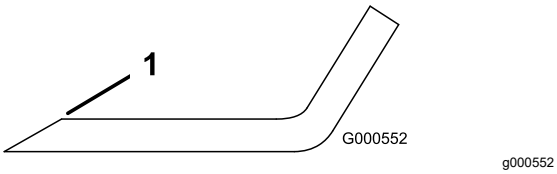

Figur 34
1. Bruk en fil til å slipe eggen i begge ender av kniven (Figur 34).
Merk: Hvis kniven ikke er i balanse, filer du bort litt av metallet på enden av vingeområdet (Figur 34).